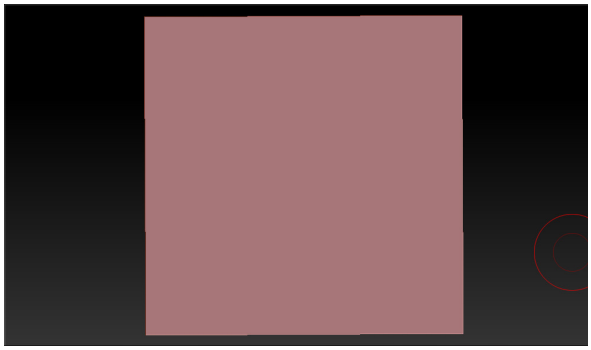

Figure 3-96 *The* ***Plane3D*** *primitive created on the canvas*
2. Choose the Current Tool button from the **Tool** palette; a flyout is displayed. Choose the **Plane3D** primitive from this flyout. Press and hold the left mouse button and drag the cursor on the canvas; a plane is created in the canvas, refer to Figure 3-96. Next, choose the **Edit** button from the top shelf to switch to the edit mode.